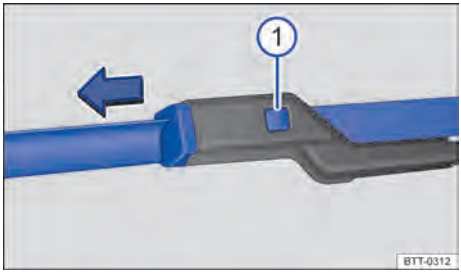

Fig. 185 Substituir as palhetas dos limpadores do para-brisa.
– Manter o botão de destravamento → Fig. 185 ① pressionado e, ao mesmo tempo, retirar a palheta do limpador do para-brisa no sentido da seta.